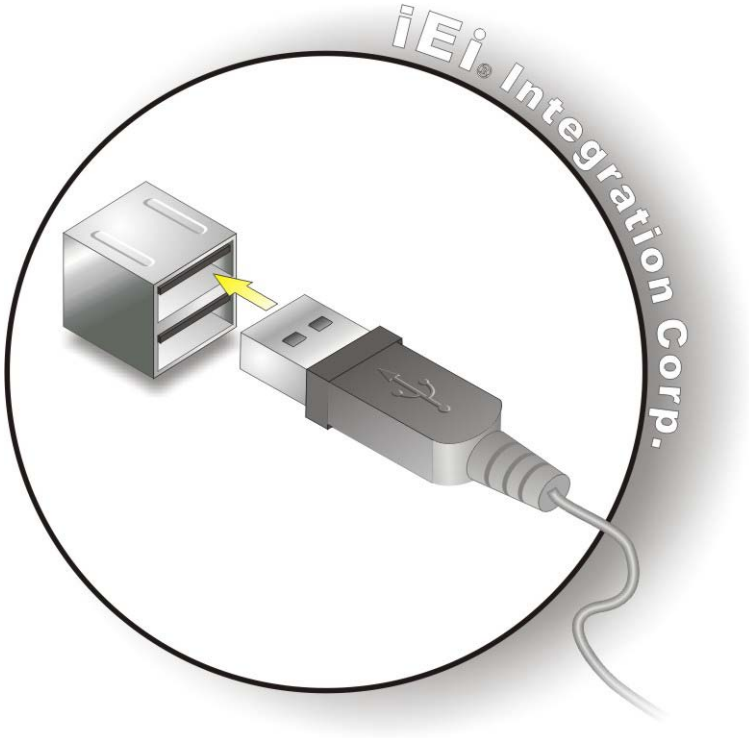

Figure 4-11: USB Connector
Step 2: **Insert a USB Series "A" plug**. Insert the USB Series "A" plug of a device into the USB Series "A" receptacle on the external peripheral interface. See **Figure 4-11.**